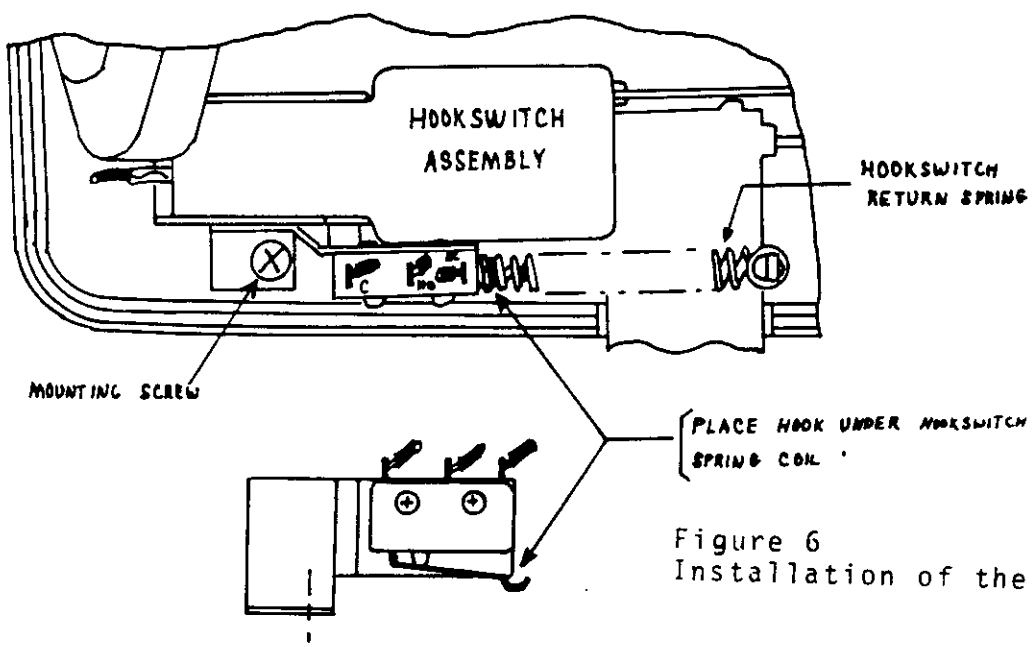

Figure 6
a. Figure 6 illustrates mounting of the spare Hookswitch Contact assembly in the telephone. Care should be taken to insure proper operation of the spare hookswitch contact.